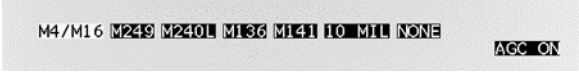

Figure 25. Select Weapon.
d. Select Weapon – User selects M4/M16, M249, M240L M136 (AT4CS), M141 (BDM), 10 MIL or NONE as shown in (Figure 25).